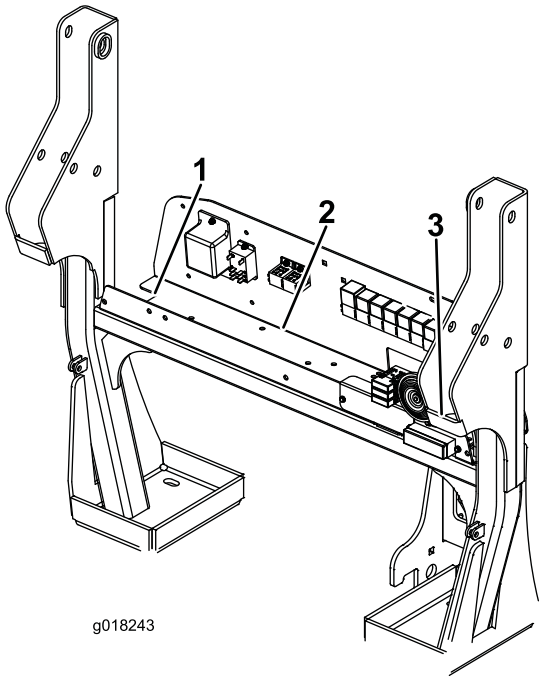
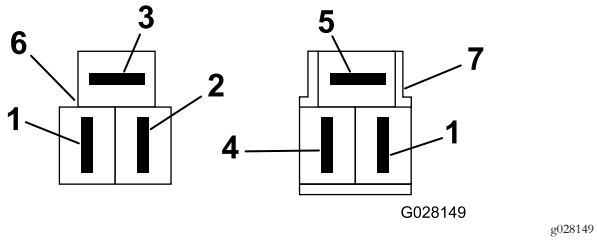

Figur 6
Figur 9
12. Koble kablene til hovedledningssatsen på maskinen, som er plassert på den elektriske skilleveggen (Figur 6), på følgende måte:
5. På den elektriske skilleveggen, koble kobling med tre pinner, fra den elektriske trykkbryterkabelen, til korresponderende kontakt på hovedledningssatsen på maskinen (Figur 6 og Figur 9).